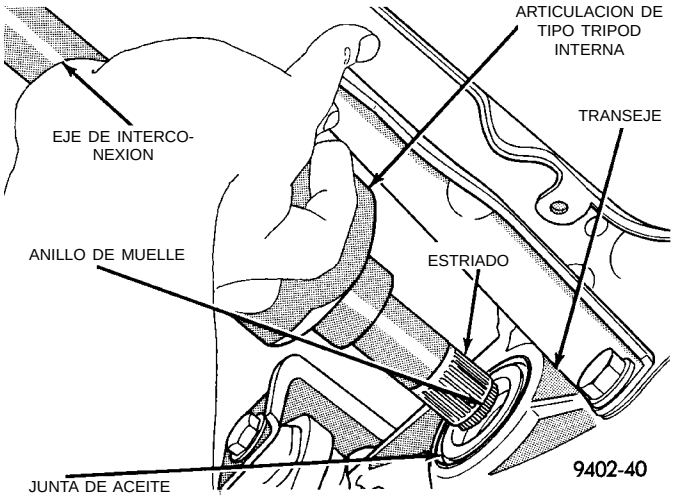

Fig. 15 Desmontaje de la articulación de tipo Tripod del transeje
(16) Sostenga la articulación de tipo Tripod interna y el eje de interconexión del conjunto de eje de transmisión (Fig. 15). Retire la articulación de tipo Tripod interna del transeje, tirando de ella en dirección